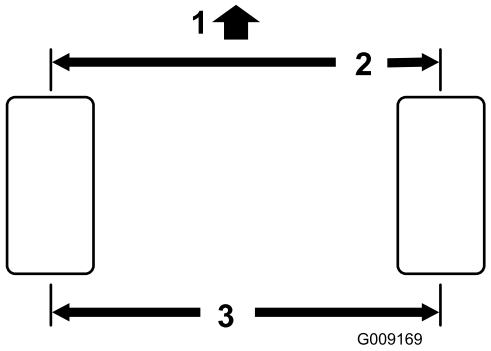

Figura 60
2. Meça a distância de centro a centro (à altura do eixo) na zona dianteira e traseira dos pneus da direcção (Figura 60). A medição terá de ser entre 0 ± 3 mm na frente do pneu em relação à medição da traseira do pneu. Rode o pneu 90 graus e volte a medir.